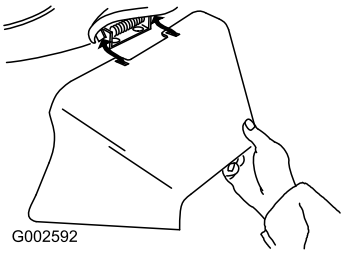

Figur 22
3. Montera sidoutkastarriktaren och stäng luckan till riktaren (Figur 22).